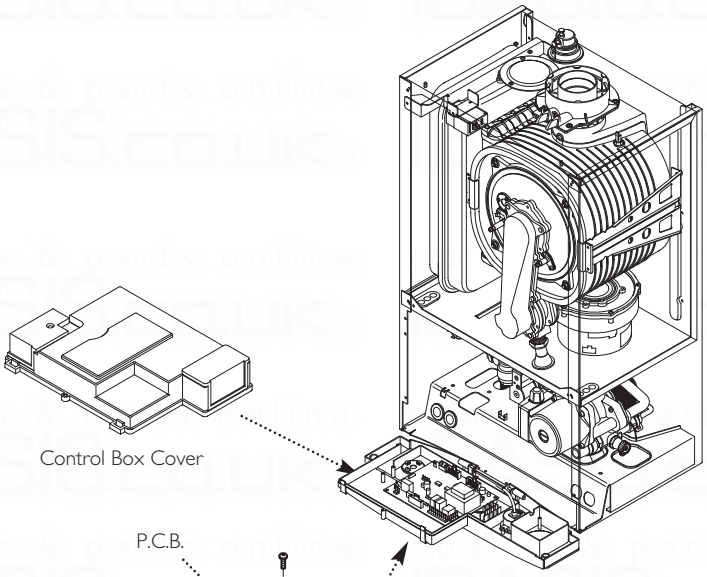

Fig. 97
2. Completely undo the screws securing the control box cover and release the cover retaining barbs from their slots. Disengage the rear of the cover from the control box hinge pin (Fig. 97).